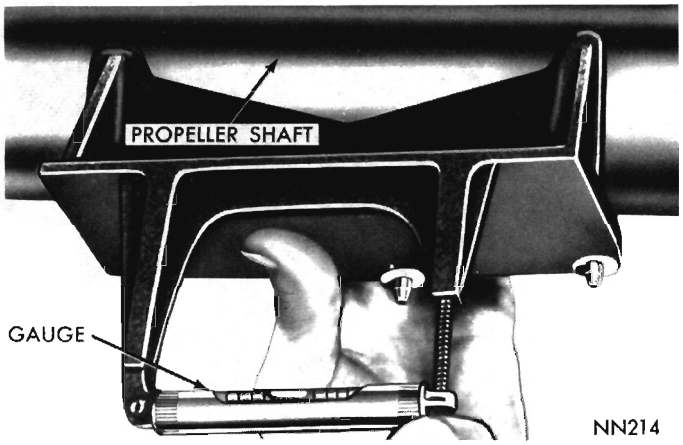

Fig. 6—Measuring Front Universal Joint Angle
(4) Remove engine adapter SP-5046 and gauge SP-5060 from flange adjacent to the vertical wall of oil pan and separate the gauge from engine adapter.
(5) With gauge SP-5060 adjusted for the correct engine angle reference, position gauge SP-5060 squarely and firmly along underside of the propeller shaft (Fig. 6). Make sure Veeway is in alignment and that both adapter pins are contacting propeller shaft. Be sure arrow on gauge is pointing toward the front of car.